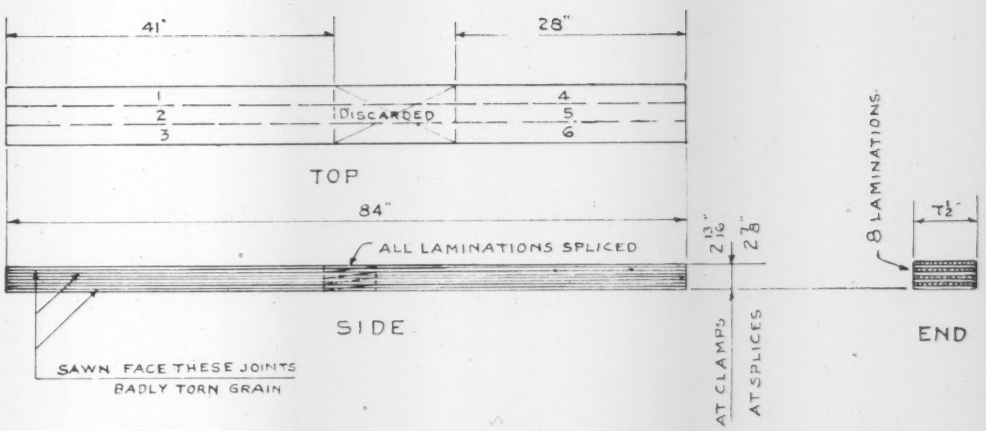
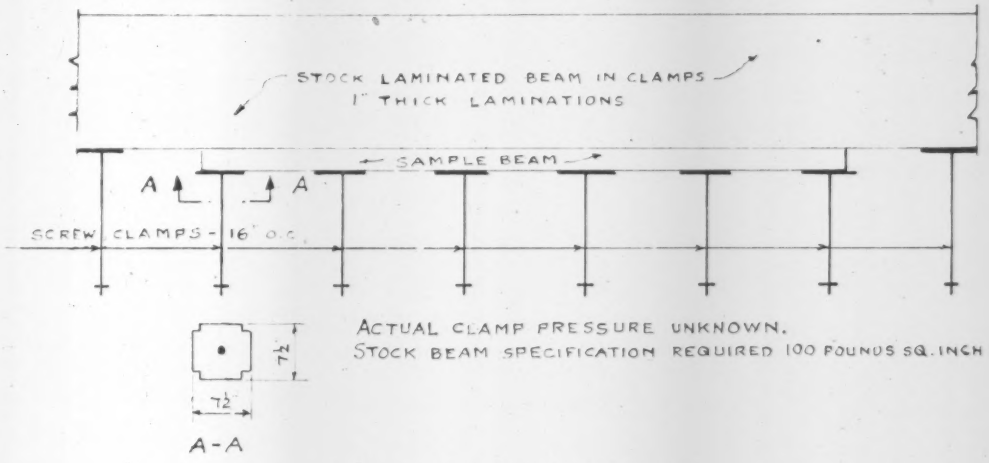

FIG. 3 DETAIL OF SAMPLE BEAM
FIG. 4 DETAIL OF SAMPLE BEAM IN CLAMPS
Sample Beam. Eight laminations were chosen, three with badly torn grain and five with well-sawed faces. They were scarfed and spliced, brushed with a wire brush before spreading glue, and assembled into a sample beam, as indicated in Fig. 3. At the time of assembly of the sample beam, the shop was fabricating several large glued-laminated beams for use on another project. The laminations for the sample beam were turned over to the crew fabricating the stock beams to spread the glue and place the laminations in the clamps, as indicated in Fig. 4. The clamps, spaced 16 in. on center, were adequate for the stock beam having laminations nominally 1 in. thick. This spacing was, however, excessive for the sample beam, with $^{11}/_{32}$-in-thick laminations. After $10^{1}/_{2}$ hours the sample beam was removed from the clamps and cut into six test specimens, as shown in Fig. 3. The time in the clamps was $1^{1}/_{2}$ hr less than the minimum recommended by the Forest Products Laboratory (1). The glue joints at the laminations having torn grain were thick and uneven. All other joints were of good appearance.